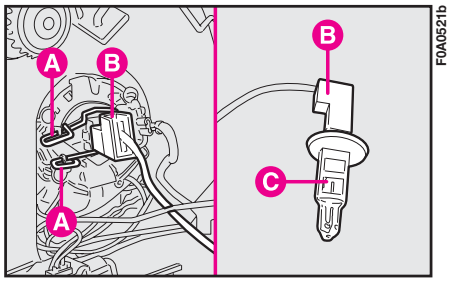

fig. 19
**2)** Release clip **A-fig. 19**, remove connector **B** and remove the bulb **C**.